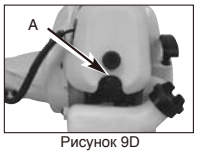

Рисунок 9D
4. Нажмите кнопку подсоса (A) 10 раз. (рис. 9D)